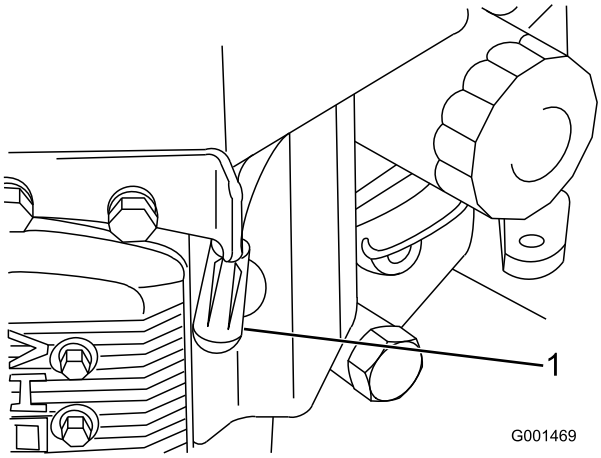

Figur 39
3. Lossa tändkabeln från tändstiftet (Figur 39).